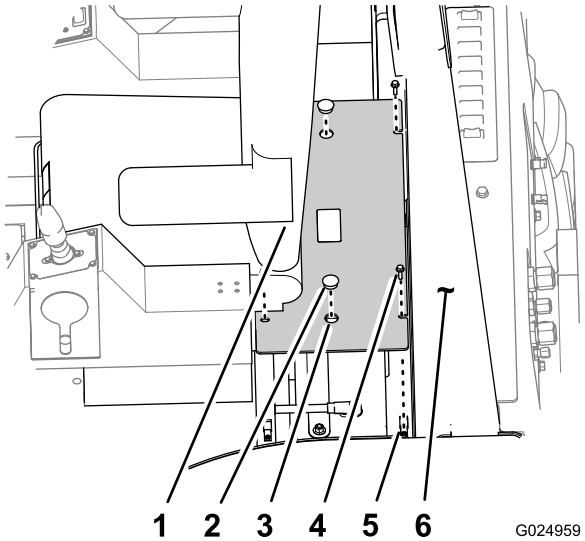

Figura 114
3. Retire as 2 tampas com puxador dos orifícios na tampa da bateria (Figura 114).
4. Remova os 4 parafusos flangeados (5/16 x 1 pol.) que fixam a tampa da bateria à plataforma EPCC (Figura 114).
5. Usando os puxadores, suspenda a tampa da bateria para removê-la da plataforma EPCC (Figura 114).
4. Alinhe os furos da tampa da bateria com as porcas tipo clipe nas flanges de fixação da tampa (Figura 114).